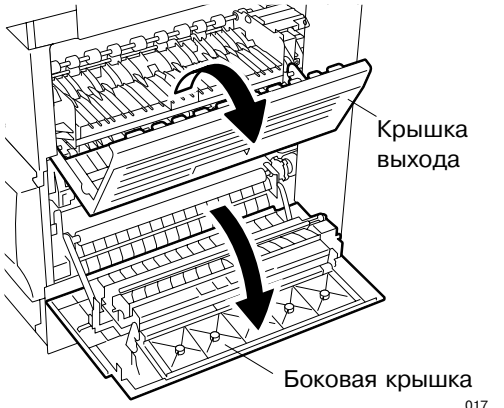

Рис. 2-6-19
(См. Рис. 2-6-19 и 2-6-20)
7. Откройте боковую крышку. (См. Рис. 2-6-19)
8. Откройте крышку выхода. (См. Рис. 2-6-19)
10. Отсоедините переднюю и заднюю части передней крышки корпуса. (См. Рис. 2-6-19 и 2-6-20)